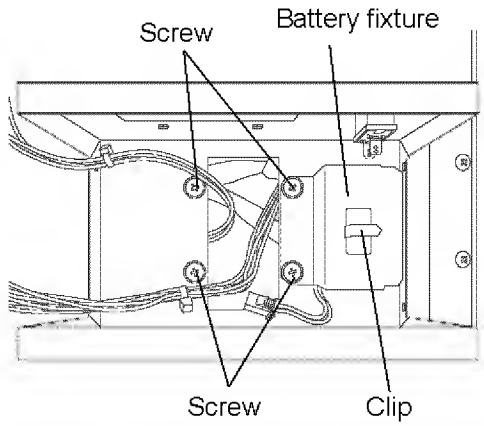
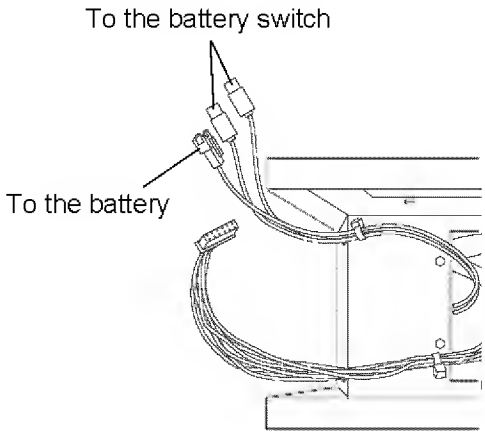

Fig. 24
Fig. 25
5. Put the battery fixture over the battery and fix the battery box and battery fixture by 4 screws. [Fig. 24]
6. Connect the harness to the battery connector and battery switch [Fig. 25] and bind the harnesses by the clip on the battery fixture. [Fig. 24]